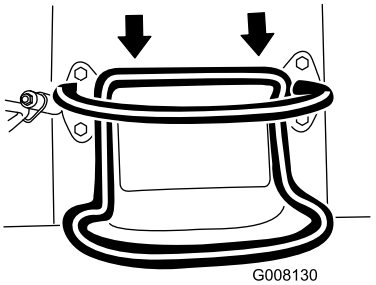

Figuur 7
- Om achteruit te rijden, beweegt u de tractiehendel naar achteren (Figuur 7). **Kijk bij het achteruitrijden altijd naar achteren en houd uw handen op de referentiebalk.**